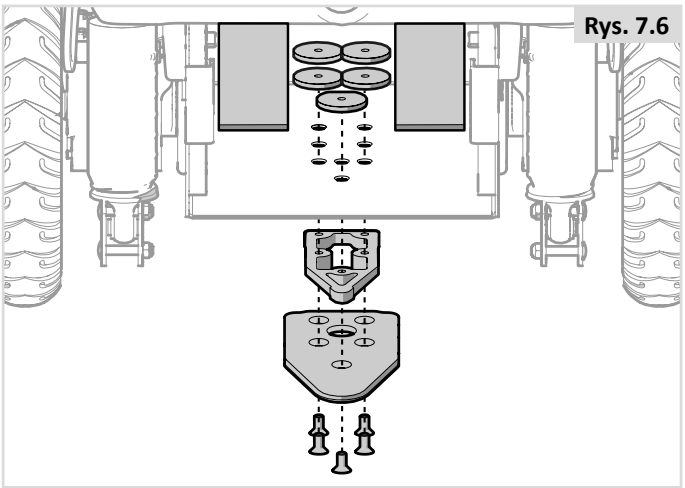

Rys. 7.6
1. Założyć podkładkę 8 mm na płytę ustalającą (Rys. 7.6).